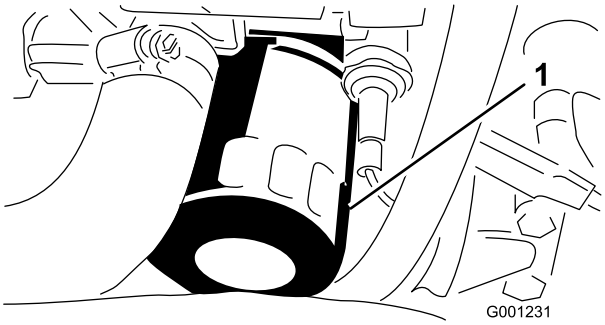

Figur 49
6. Ta ut og skift oljefilteret (Figur 49).